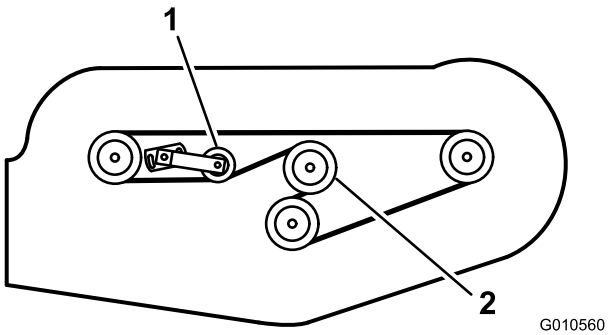

Figur 29
6. Monter den nye remmen rundt girkasselederullen, spindelrullene, den faste lederullen og den justerbare lederullen (Figur 29).